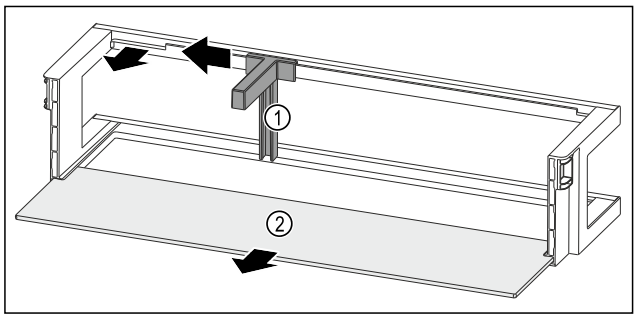

Fig. 149 Raft montat pe ușă cu suport pentru sticle și raft
▶ Împingeți în lateral suportul pentru sticle *Fig. 149 (1)* până la degajare.
▶ Extrageți suportul pentru sticle *Fig. 149 (1)*.
▶ Extrageți raftul *Fig. 149 (2)*.